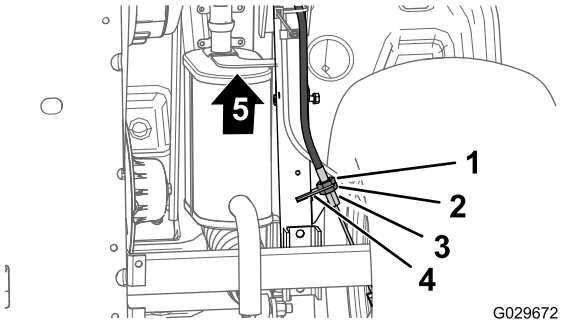

Figura 71
3. Sulla parte inferiore della macchina, allentate di 5 giri il controdado posteriore per il regolatore filettato del cavo del freno di stazionamento (Figura 71).
4. Serrate il controdado anteriore (Figura 71).
A. Allentate di 1 giro il controdado anteriore (Figura 71) per il regolatore filettato del cavo del freno di stazionamento.
B. Serrate il controdado posteriore (Figura 71).
A. Allentate di 1 giro il controdado posteriore (Figura 71) per il regolatore filettato del cavo del freno di stazionamento.
B. Serrate il controdado anteriore (Figura 71).